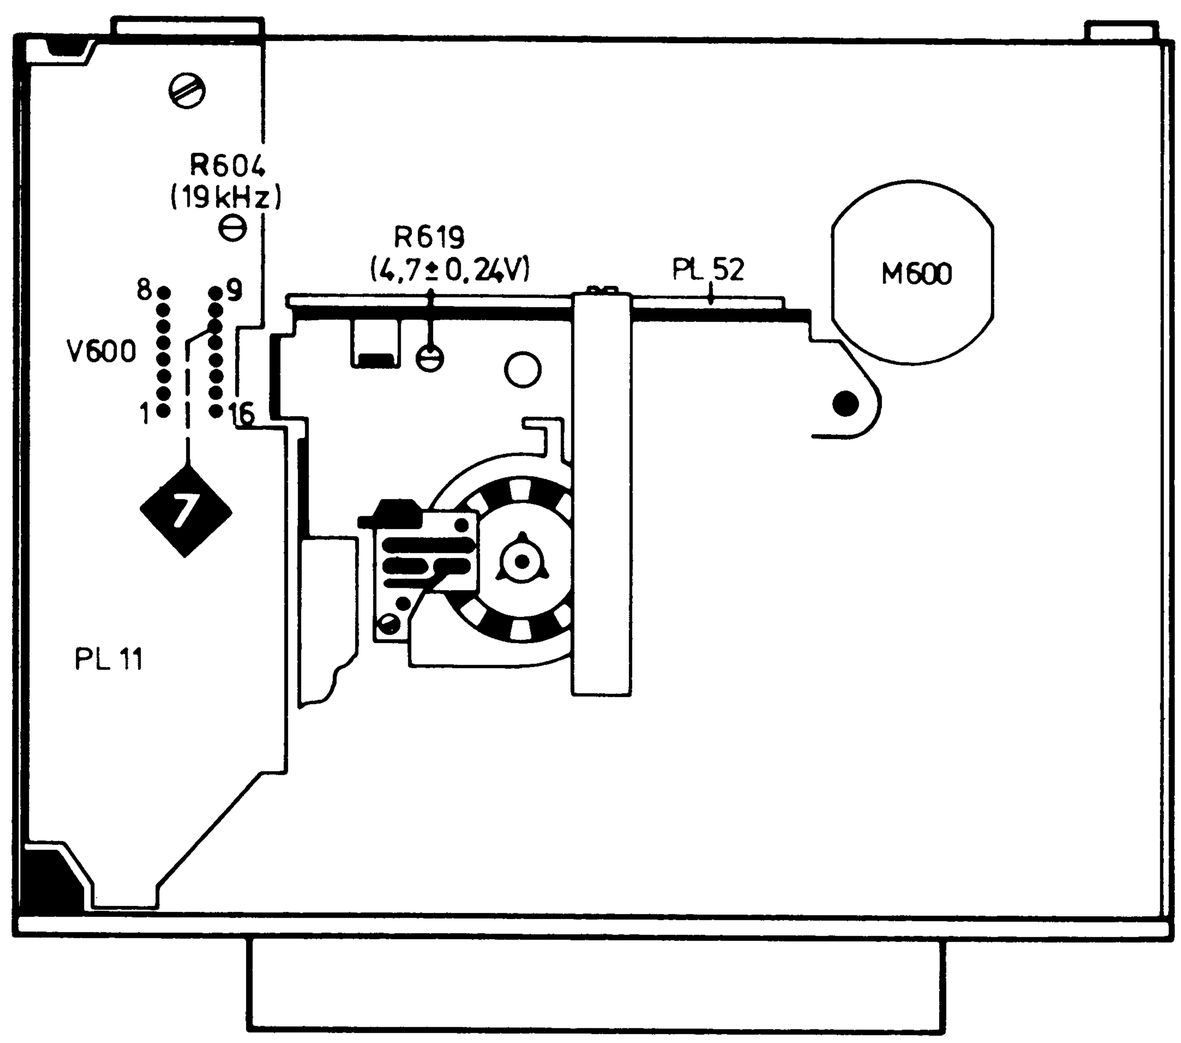

Fig. 8
a) Frequenzzähler an Meßpunkt ⑦ und ⏚ anschließen.
c) Mit R 604 die Oszillatorfrequenz auf 19 ± 0,1 kHz einstellen (siehe Fig. 8)
a) Connect frequency counter to test point ⑦ and ⏚
c) With R 604 set oscillator frequency to 19 ± 0.1 kHz (see fig. 8)
a) Brancher fréquencemètre au point de mesure ⑦ et ⏚
c) Avec R 604 régler la fréquence de l'oscillateur sur 19 ± 0,1 kHz (voir fig. 8)
a) Conectar el frecuentómetro en punto de medición ⑦ y ⏚
c) Con R 604, ajustar frecuencia del oscilador sobre 19 ± 0,1 kHz (véase fig. 8)